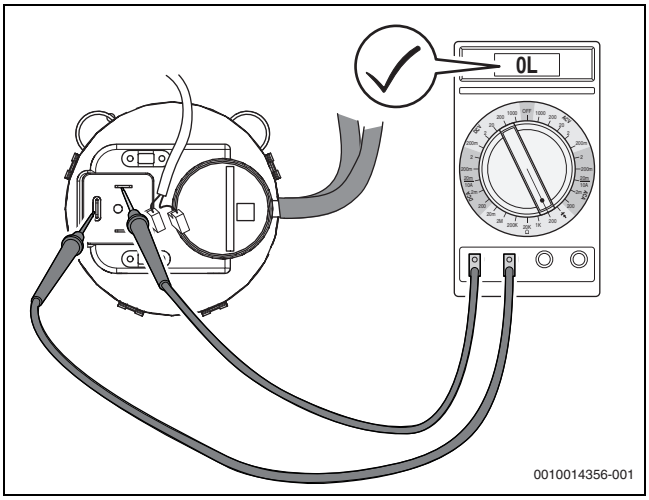

Bild 74 Differenzdruckwächter auf Durchgang prüfen (Differenzdruckwächter in Ordnung)
- Elektrische Anschlussleitungen am Differenzdruckwächter abziehen und Widerstand an den Kontakten messen (→Bild 74).